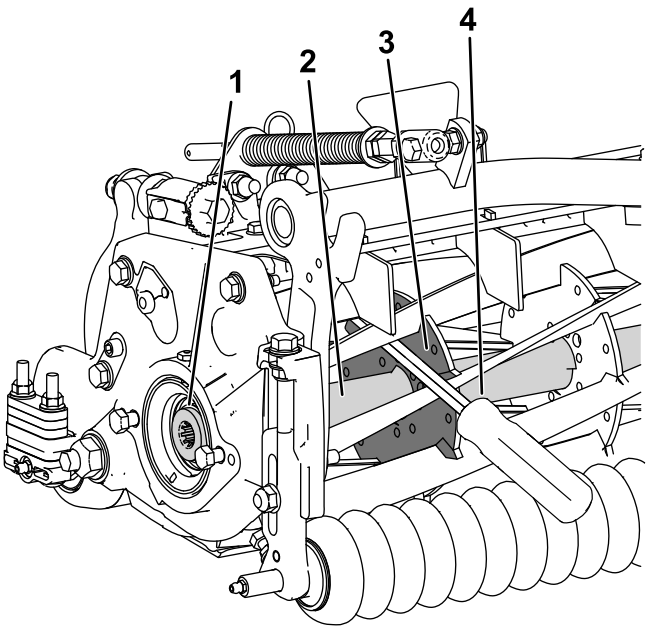

Figur 31
1. Sæt en langskaftet løftestang (anbefalet ⅜" x 12" med skruetrækkerhåndtag) igennem klippeenhedens forende, tættest på den side af klippeenheden, som du skal tilspænde (Figur 31).
2. Anbring løftestangen mod den indvendige knivcylinderforstærknings svejseside (Figur 31).